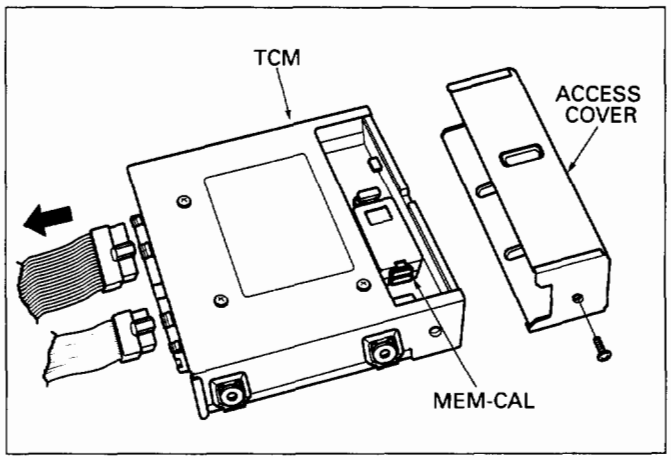

Fig. 7A-10a
2. Remove MEM-CAL from TCM (Fig. 7A-10b).